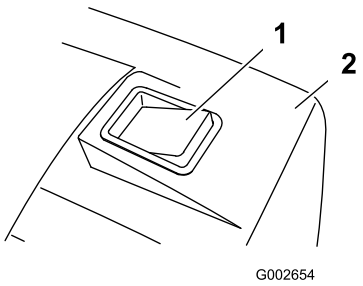

Figur 22
4. Klipp med gresskassen festet inntil indikatoren for gresskassen viser at gresskassen er full (Figur 22).